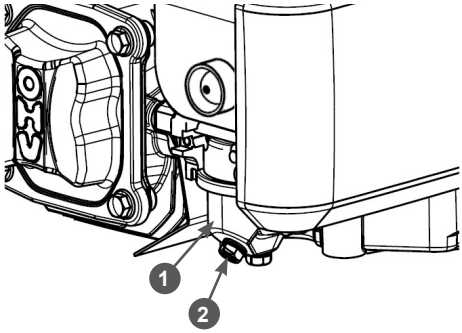

Рис. 21. Слив топлива из карбюратора
1. Установите под карбюратор 1 подходящую емкость (Рис. 21).
2. Открутите болт 2 сливного отверстия и слейте топливо из поплавковой камеры карбюратора (Рис. 21).